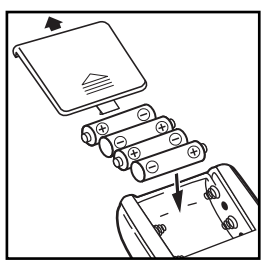

Рис.3
1. Откройте крышку отсека для элементов питания и вставьте 4 элемента типа АА как указано на схеме, расположенной внутри отсека. Убедитесь, что полярность соблюдена. Не прилагайте чрезмерных усилий при снятии крышки отсека для элементов питания (рис. 3).